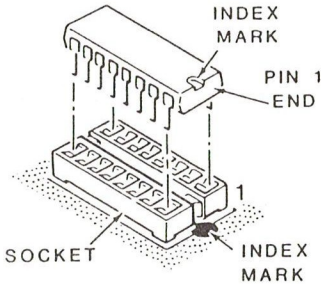

Figure 5-5. Installing an IC
7. Align the pin 1 index on the IC with the pin 1 index on the circuit card, as shown in Figure 5-5,and insert the IC into its socket.